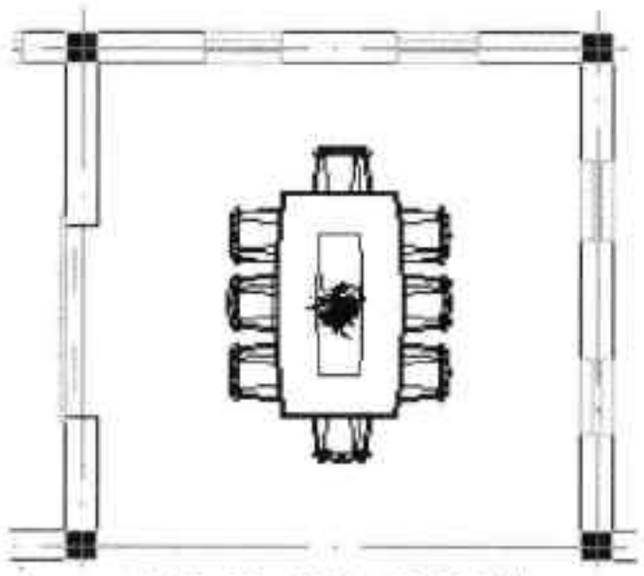

图18-79 添加餐桌图块
Step10 双击该图块，设置好餐桌“转角”值，并将餐桌放置在图纸合适位置，如图 18-79 所示。